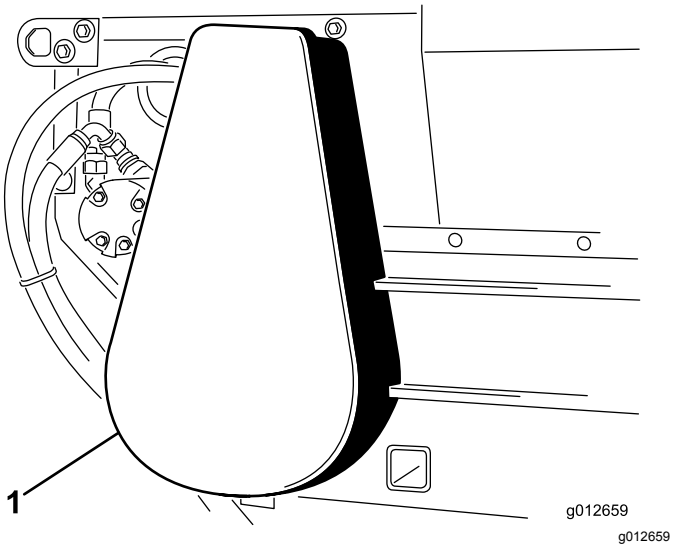

Figuur 34
3. Plaats het kettingdeksel (Figuur 34).